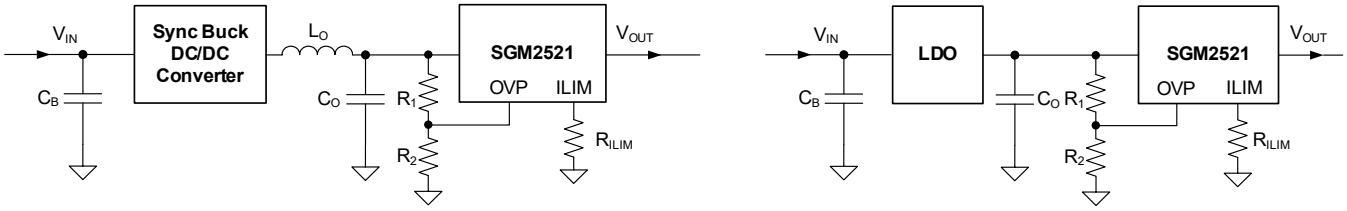

Figure 9. Precision Current Limit and Protection of Internal Rails
The safe operation of electrical and electronic equipment in dangerous area environment has a more and more urgent requirements for intensive safety (IS). IS requires that the total energy available during equipment operation is not enough to ignite the surrounding explosive environment by means of electric sparks or heat transfer. This requires precision current limits to ensure that the set current limits are not exceeded over a wide operating temperature range and variable environmental conditions. Applications such as gas analyzers, medical devices, portal industrial equipment, etc., need to meet these importance safety standards. As a simple over-voltage and over-load protection solution, the SGM2521/1A/2/2A family is applicable to each power rail inside the system application. The typical implementation circuit of SGM2521/1A/2/2A is shown in Figure 9.